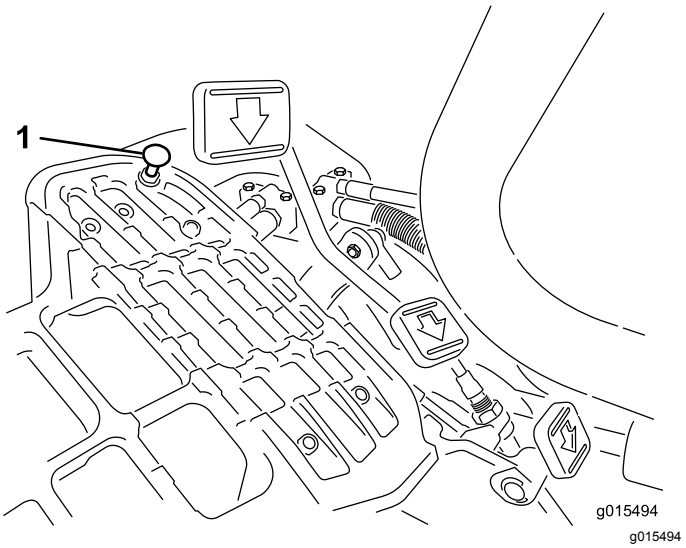

**Figur 52**
Trykk ned trekkpedalen. Hvis du kan tråkke pedalen helt inn (Figur 52) før det er spenning i kabelen, er det nødvendig med en justering.
1. Løsne flenshodelåsemutterne som fester pedalstopperen til gulvet (Figur 52).